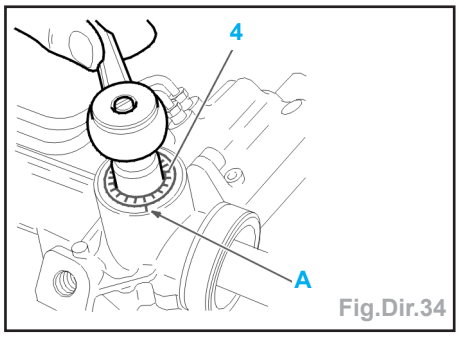

Fig.Dir.34
- Serrer la vis (4) à 2 m.daN (Utiliser une douille 6 pans) (Fig.Dir.34).